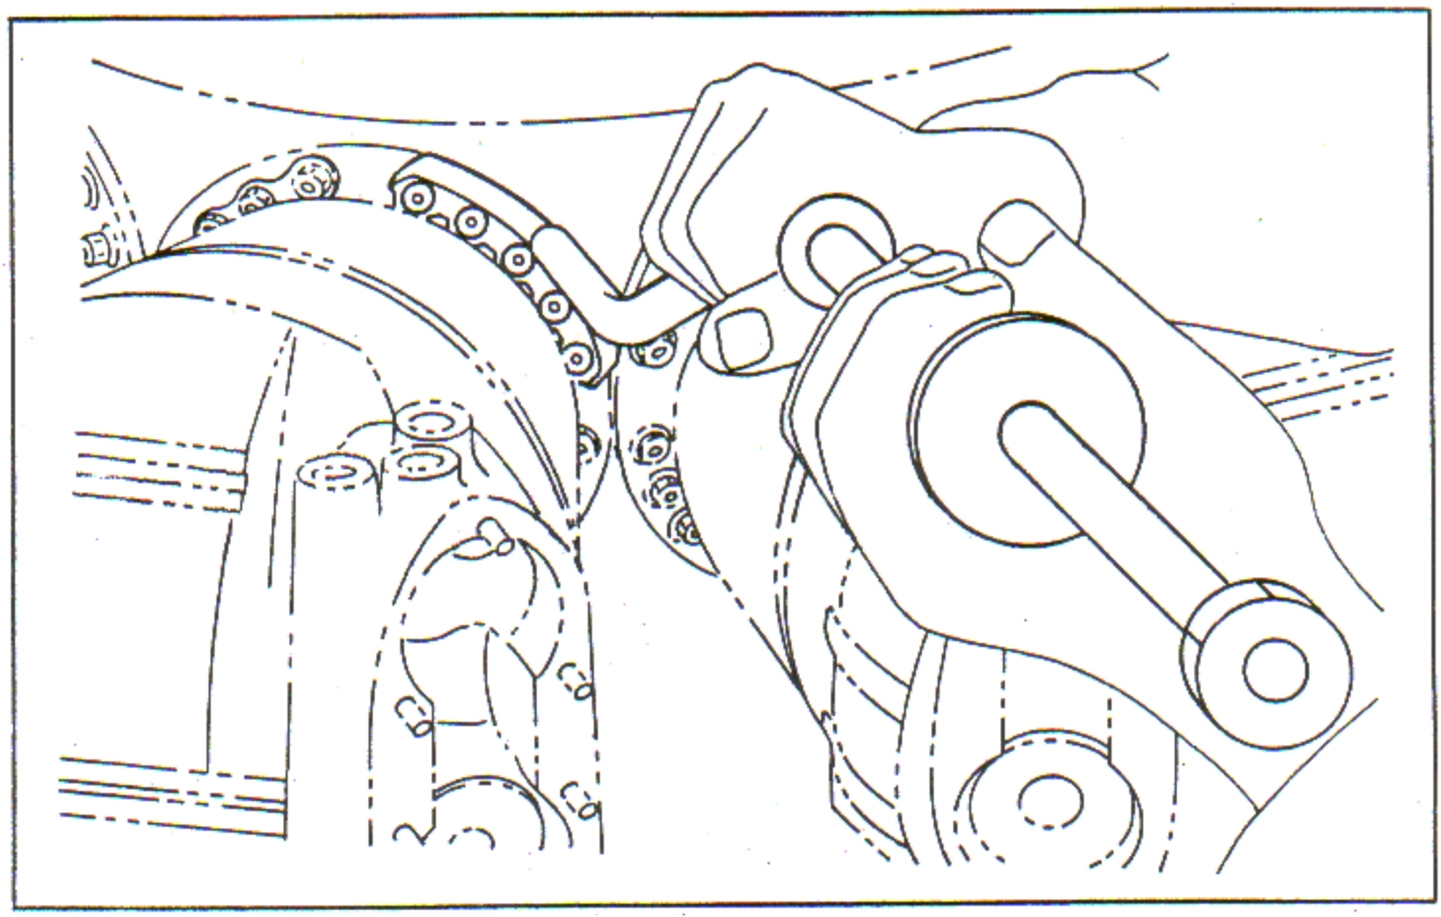

Figure 8-10. Installing Cylinder Capscrew Locking Plate
o. Install the end tabs of a locking plate in the slots of installing tool. Position the installing tool over a group of five screws and force the locking plate into position by using the impact weight of the tool. See figure 8-10.